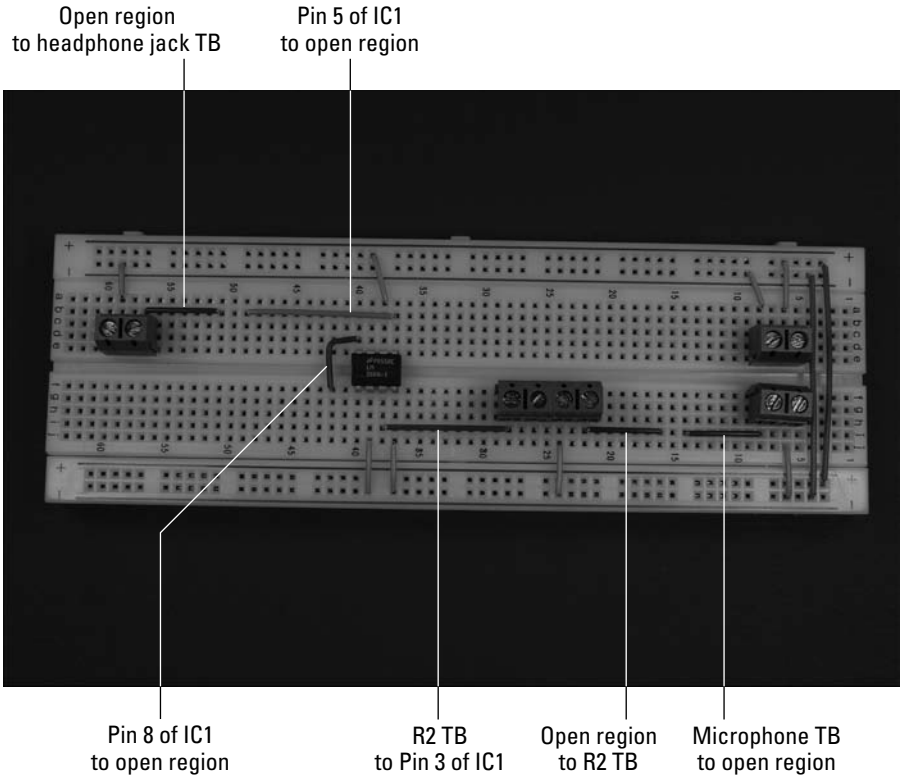

Figure 6-8: Hook up the ICs, terminal blocks, and discrete components.
4. **Insert wires to connect the ICs, terminal block for the microphone cartridge, terminal blocks for the potentiometer (R2), terminal block for the headphone jack, and discrete components, as shown in Figure 6-8.**